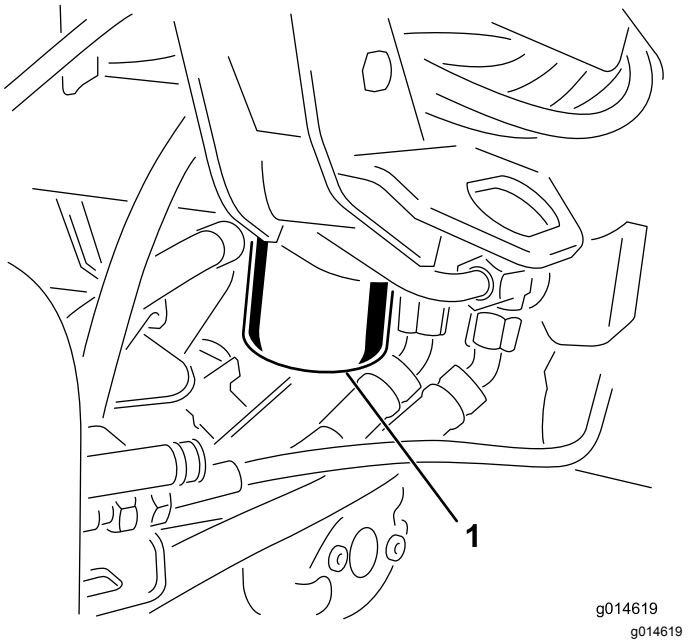

Figura 42
1. Limpe a zona em torno da montagem do filtro (Figura 42). Coloque um recipiente de escoamento debaixo do filtro e retire o filtro.